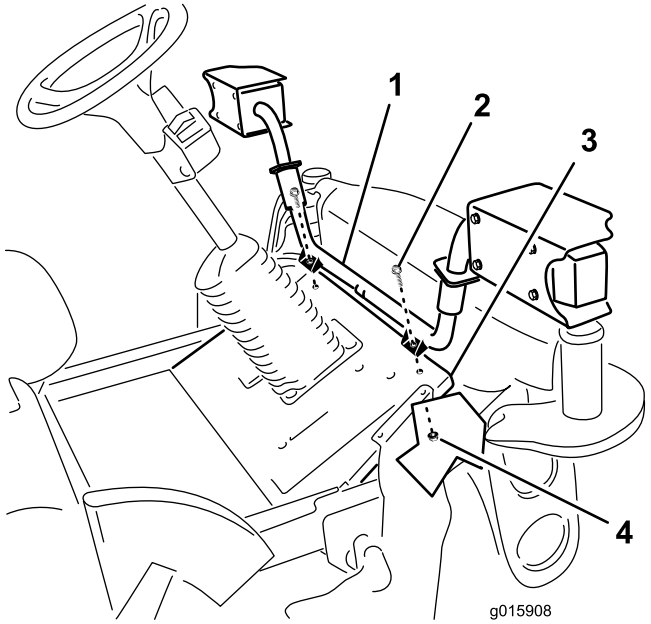

Figure 6
Fixez le support de phare à la plate-forme avec (2) vis à embase 3/8 x 1–1/2" et écrous à embase 3/8", comme montré à la Figure 6.